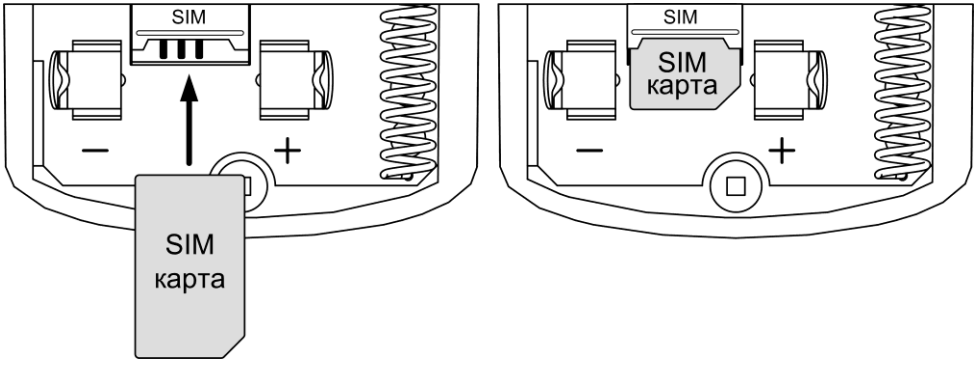

Рис.15 Установка SIM-карты
SIM-карта устанавливается при полностью отключенном питании прибора и извлечённой батареей питания в разъём (слот) SIM, контактами к плате, срезом – как показано на рис.15.
2. Убедитесь, что SIM-карта установлена в соответствии с рис.15, либо установите SIM-карту (если не установлена) – см. рис.15.
3. Подключите батарею питания - извлеките защитную пластину из контакта батареи питания (см. рис.15) или установите батарею питания, соблюдая полярность (если она была извлечена) – прозвучит одиночный звуковой сигнал.